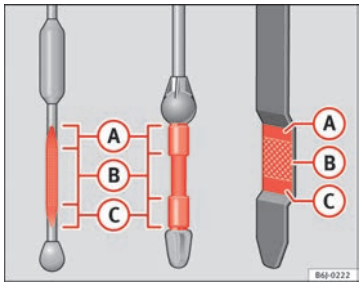

Fig. 113 Vareta de medição do nível de óleo
– Em seguida, retire-a novamente e verifique o nível do óleo ⇒Fig. 113. Caso seja necessário, reponha óleo do motor.